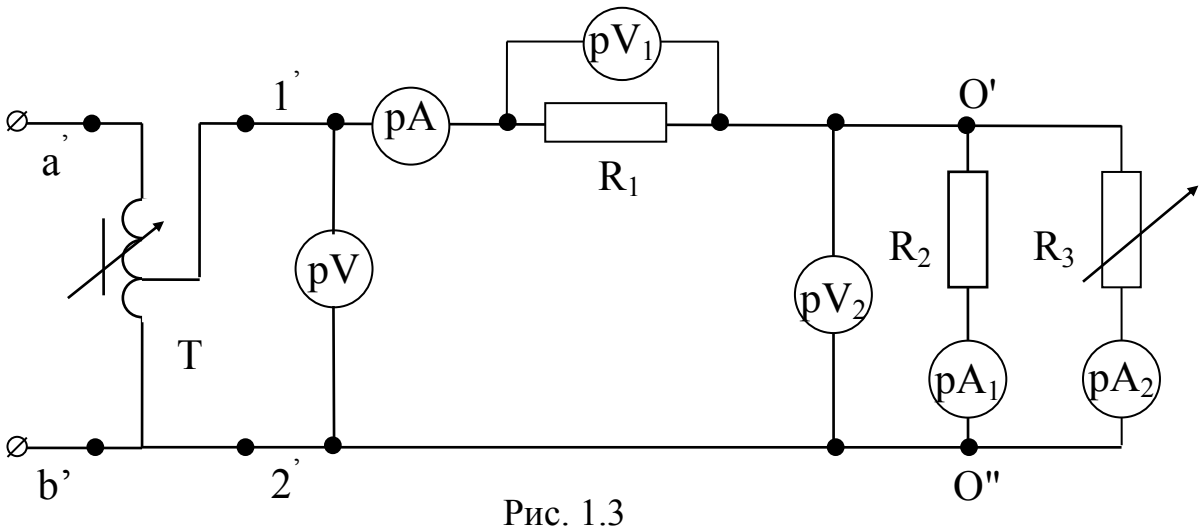

Рис. 1.3
3.1. Соберите цепь по схеме рис. 1.3.